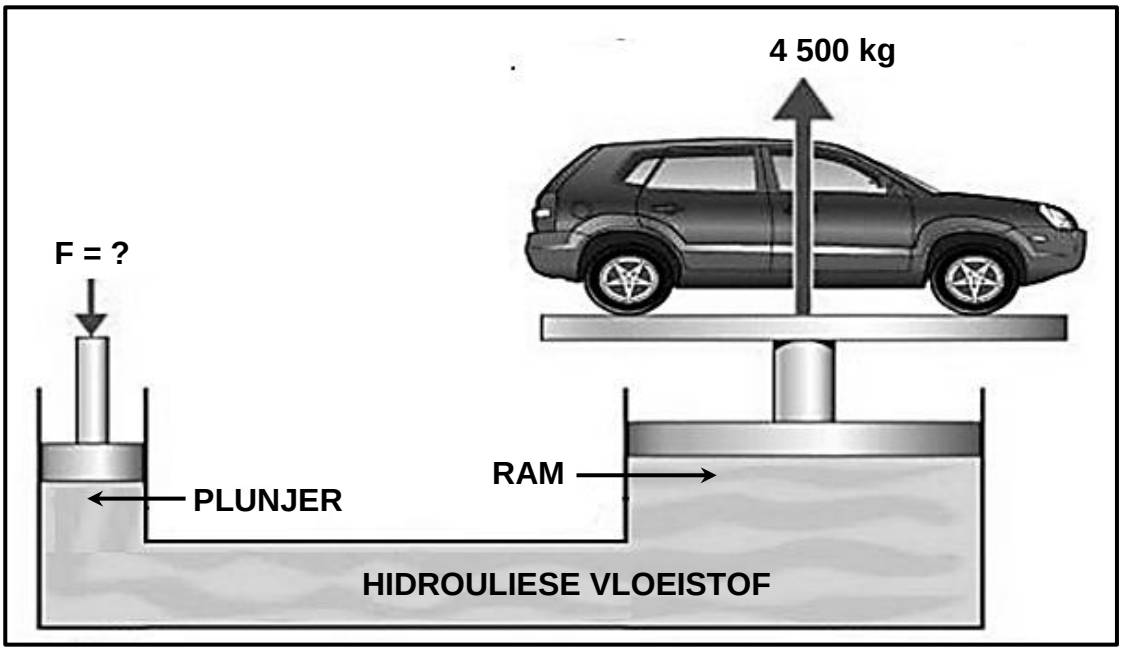

FIGUUR 11.1
11.1 FIGUUR 11.1 hieronder toon 'n hidrouliese hyser. Die hyser moet 'n maksimum las van 4 500 kg by die ram, met 'n diameter van 120 mm, kan oplig. Die diameter van die plunjer is 32 mm. Beantwoord die vrae wat volg.